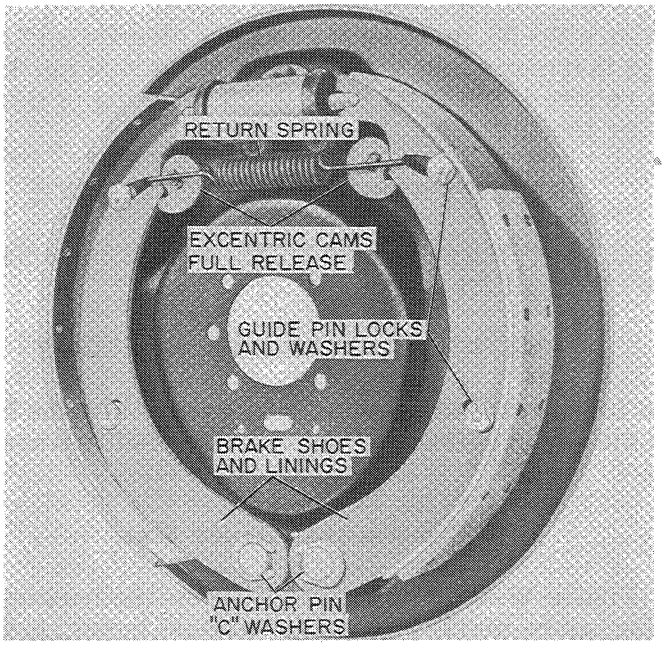

Figure W-37
1. Disconnect the brake shoe return spring, Figure W-37.
2. Remove the anchor pin "C" washers and guide pin locks and washers, Figure W-37.
3. Remove the brake shoe and lining, Figure W-37.